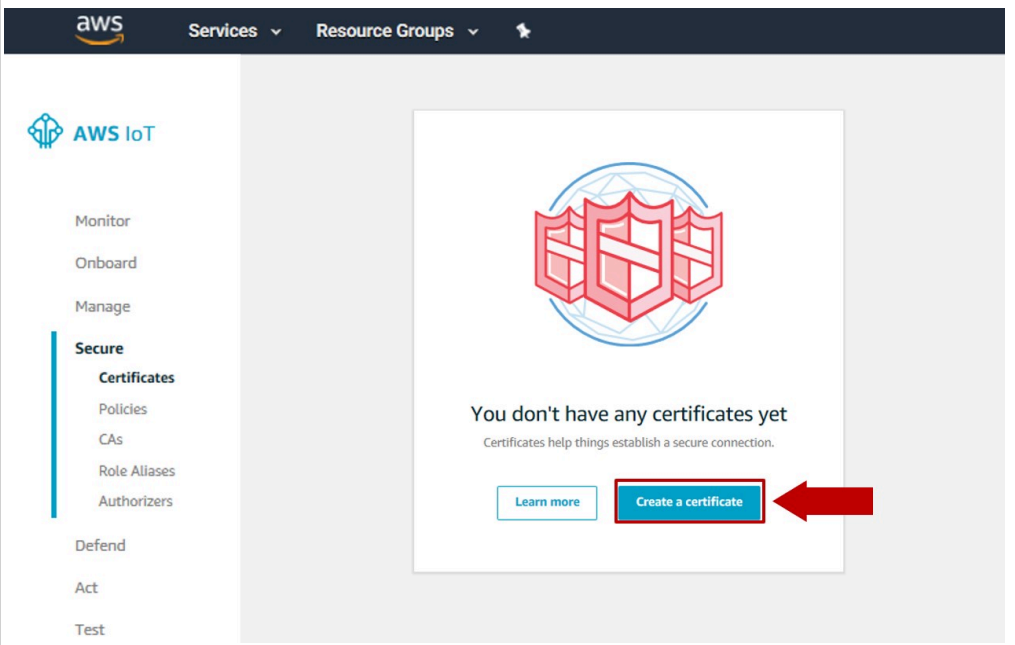

Figure 74. Go to the AWS IoT Certificates menu
1. From the AWS IoT Core dashboard, go to **Secure**, go to **Certificates** and click on the **Create a certificate** button as shown in Figure 74: